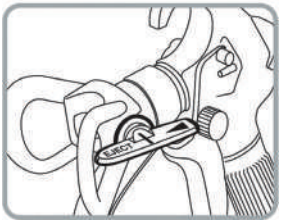

Рис. 18
4. Установите быстросъёмную форсунку в положение «снятие/промывка» (рис. 18).